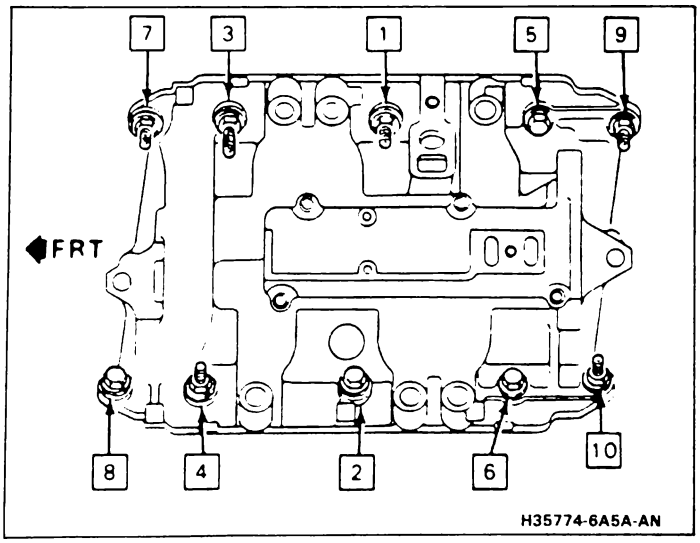

Figure 3 – Intake Manifold Bolt Tightening Sequence
- Center bolts (5) (sequence numbers 1 and 2 as shown in Figure 3) until snug.
- All bolts (5) in sequence as shown in Figure 3 to 44 N·m (32 lb. ft.)
10. Vacuum hoses to intake manifold (2).